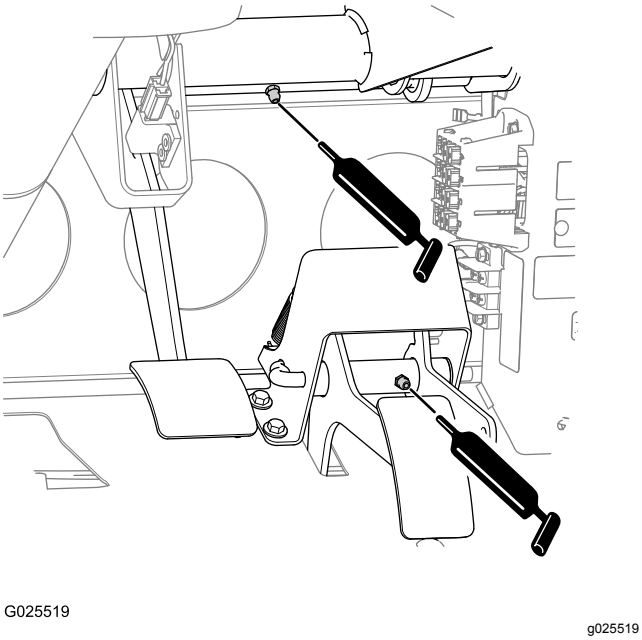

Figur 38
- **Bremse (1)**, se Figur 38
- **Gasregulator (1)**, se Figur 38